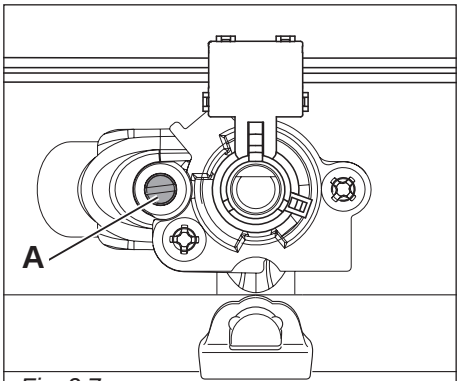

Fig. 2.7
- With a thin screwdriver turn the screw “**A**” until adjustment is correct (fig. 2.7).